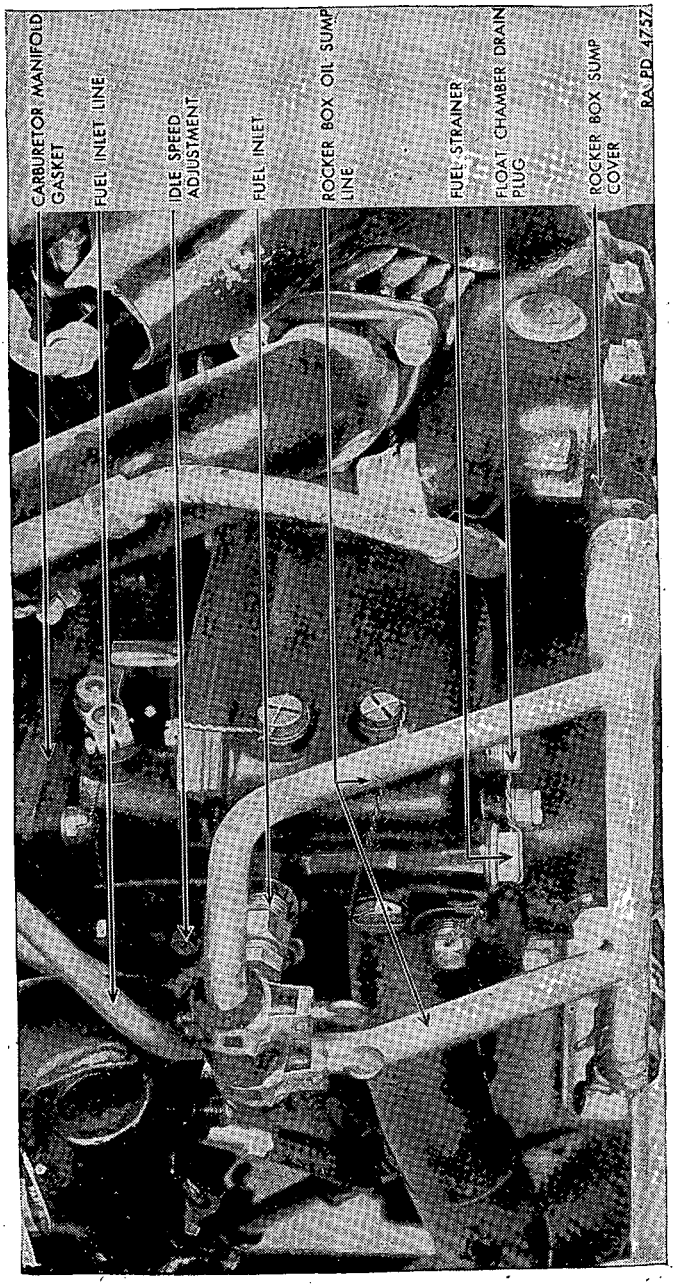

FIGURE 28.—Carburetor drain and rocker box scavenger line.
52. Carburetor (fig. 28).—*a. Description.*—The carburetor is a Bendix-Stromberg model NA-R6B and is attached directly to the intake manifold duct cast in the bottom of the engine crankcase.